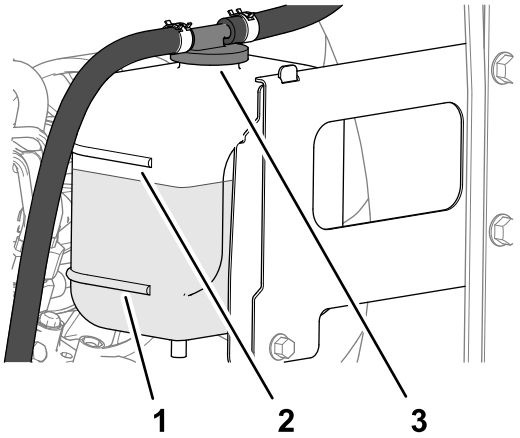

Figuur 111
3. Controleer het koelvloeistofpeil in de expansietank (Figuur 111).